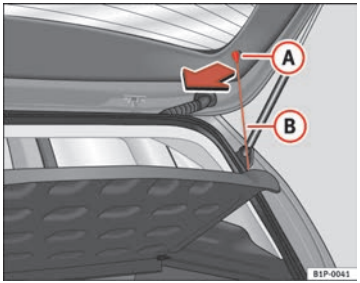

Fig. 106 Stowage tray
– Unhook the loops ⇒ fig. 106 (B) from housings (A)